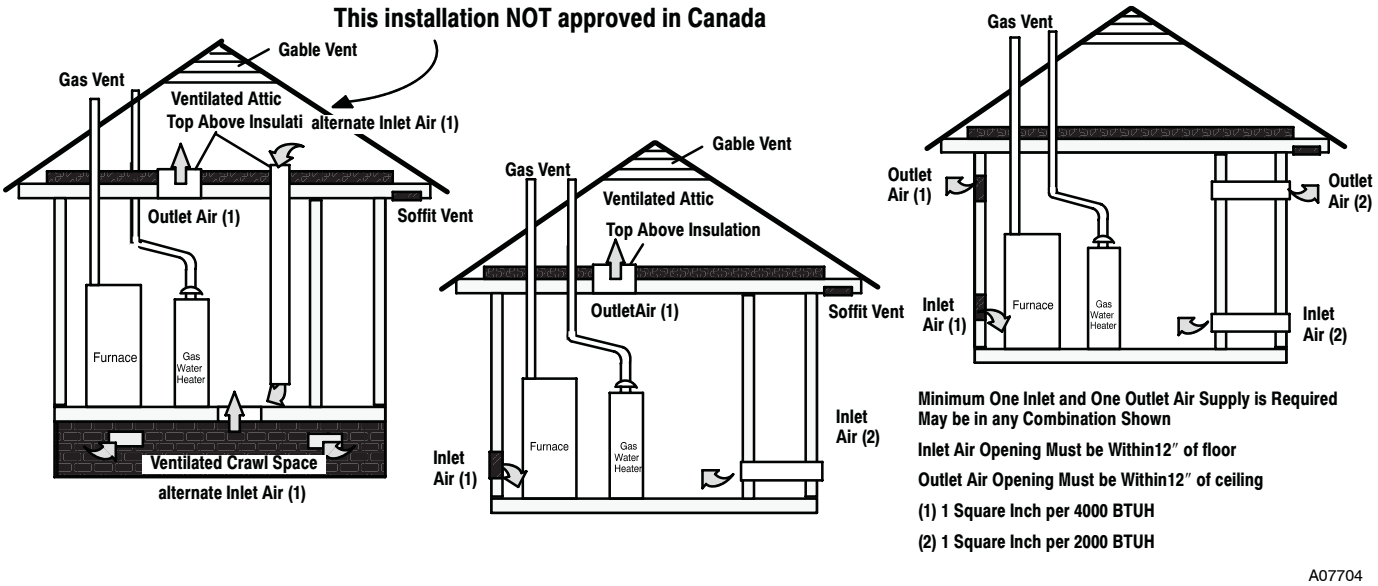

**Fig. 6 - Outside Air**
2. Fig. 6 illustrates how to provide combustion and ventilation air. A minimum of two permanent openings, one inlet and one outlet, are required.